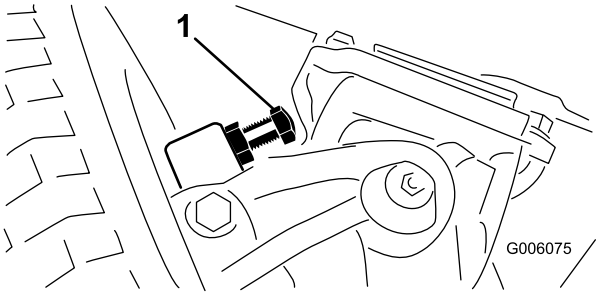

Figuur 60
1. Draai de bouten in of out totdat de afstand 2,286 mm bedraagt (Figuur 60).